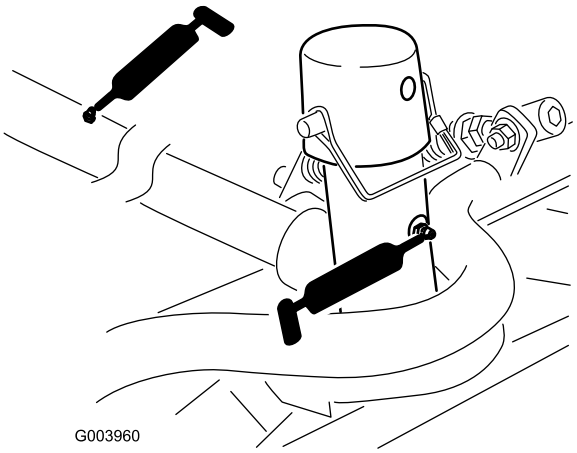

Figur 55
- Klippenhetens bärram och svängtapp (2 var) (Figur 55)